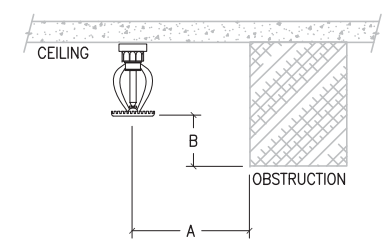

FIGURE 8.6.5.1.2(A)
NFPA 13 TABLE 8.6.5.1.2 + FIGURE 8.6.5.1.2(A) & (B) STANDARD PENDENT AND UPRIGHT SPRAY SPRINKLERS